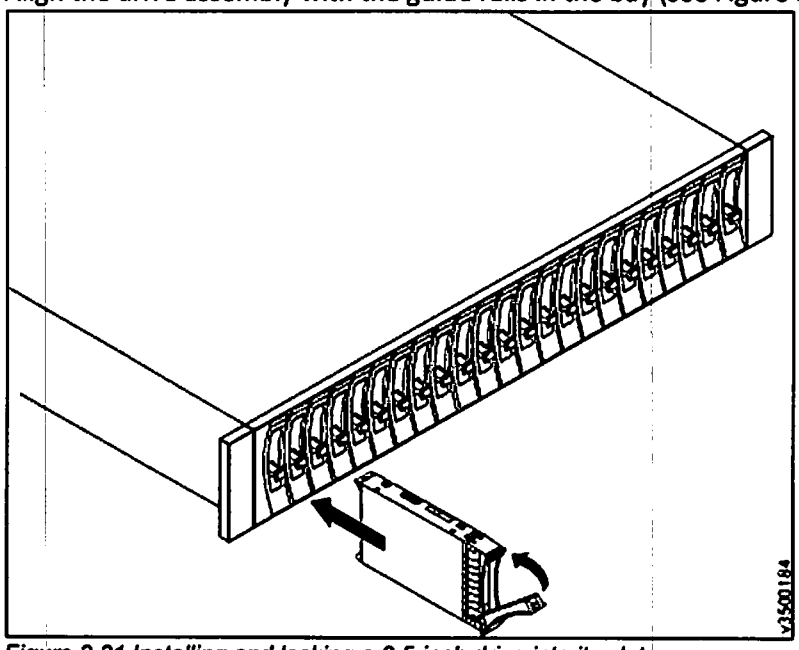

Figure 3.31 Installing and locking a 2.5-inch drive into its slot
4. Align the drive assembly with the guide rails in the bay (see Figure 3.31).